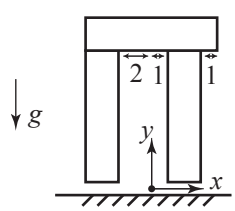

Figure 3: An assembly on a tray, with a frame attached to the tray. The tray frame is shown coincident with the fixed space frame.
5. Figure 3 shows an assembly of three identical planar blocks resting on a flat tray in gravity with $g = 9.8$ m/s^2. Each block has dimensions 8×2 cm, a mass of 1 kg with the center of mass in the center, and inertia about the center of mass of 9×10^{-4} kg/m^2. The friction coefficient at each contact is 0.25.
(iii) Explain Figure 3.